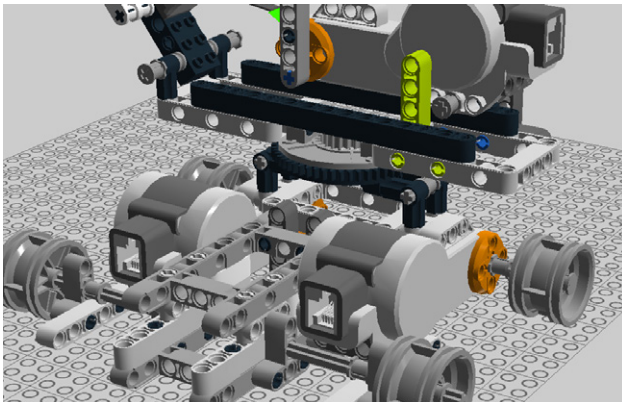

Figure 7-105. *Step 98: Adding an angle beam*
98. Add a pair of connector pegs and a 3x5 90-degree angle beam (Figure 7-105).